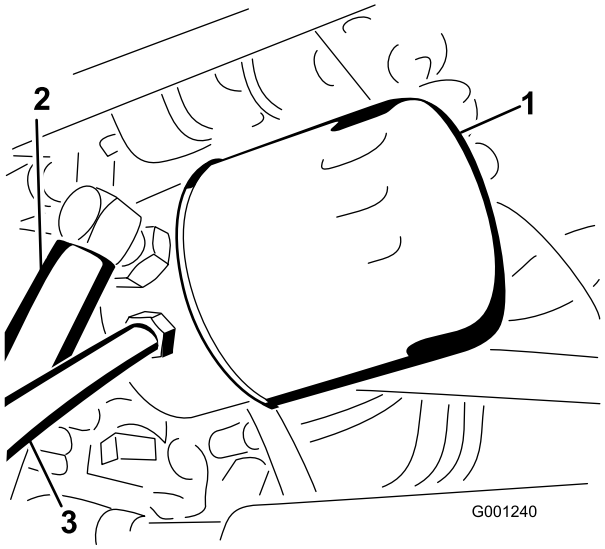

Figur 71
4. Rengjør rundt det hydrauliske oljefilteret, og fjern filteret (Figur 71).